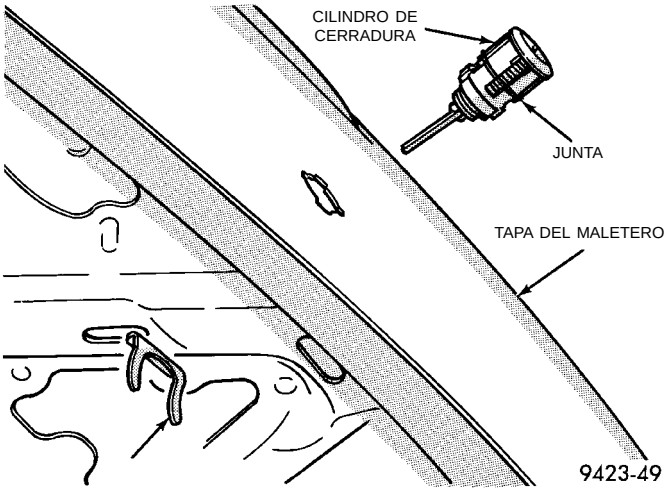

Fig. 77 Cilindro de cerradura del maletero
(1) Retire el pestillo del maletero.
(2) Retire el collarín que sujeta el cilindro de cerradura a la tapa del maletero.
(3) Extraiga el cilindro de cerradura de la tapa del maletero (Fig. 77).